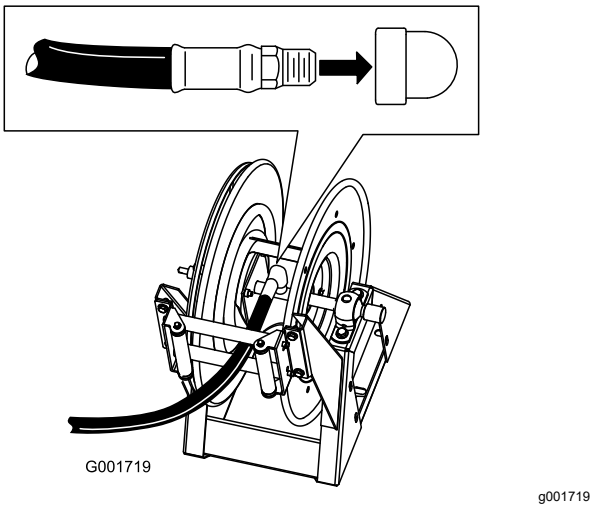

Figure 23
1. Wrap Teflon® tape around the threads of the hose fitting on the long hose, and install the fitting into the connecting tube on the reel (Figure 23).